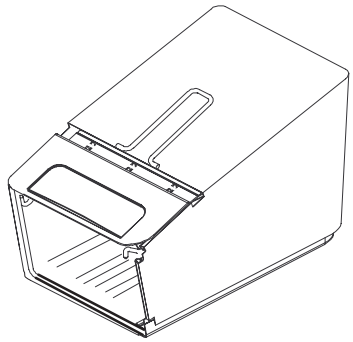

Figuur 6
2. Zorg ervoor dat de zijkanten van de zakbodem **binnen** het zakframe zitten, zoals wordt getoond in Figuur 6.